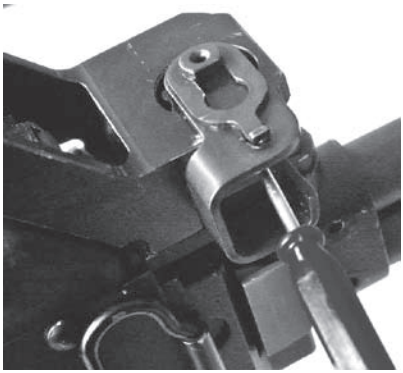

Rys. 32. Zatrzask mimośrodowy w pozycji otwartej - wykręcanie wkrętu dociskowego
• Dokręcić wkręt dociskowy (1), kontrując nakrętkę specjalną zacisku (2), wkręt dociskowy (1) powinien ustalać nakrętkę (2) i dociskać ją w jednym z wycięć nakrętki – czynność tą należy wykonywać w pozycji otwartej dźwigni zacisku jak to przedstawiono na rys. 32.